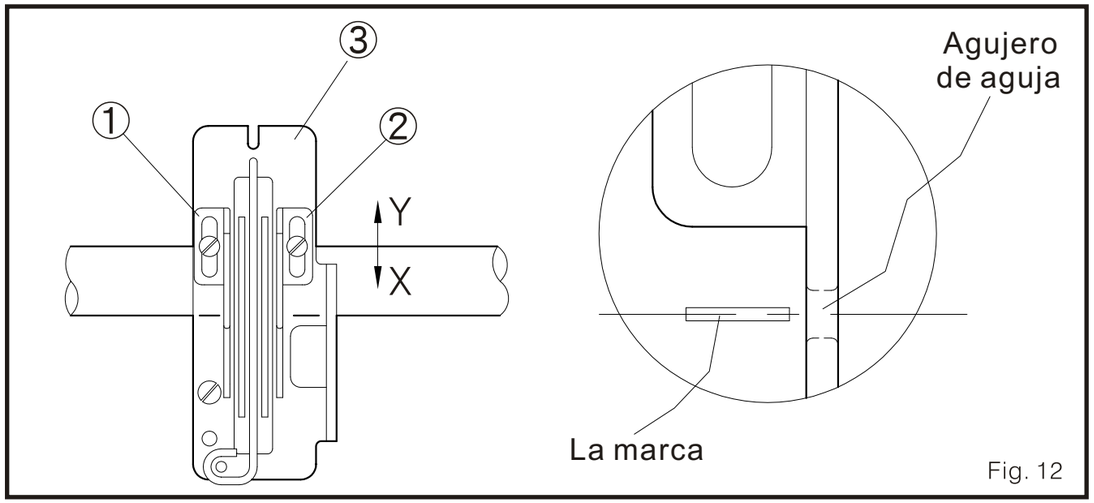

Fig. 12
1. El hueco para el hilo de la placa control del bucleador 1 Y 2 deben estar alineado con la marca en la placa soporte 3. Esta es la posición estándar. (Fig. 12)